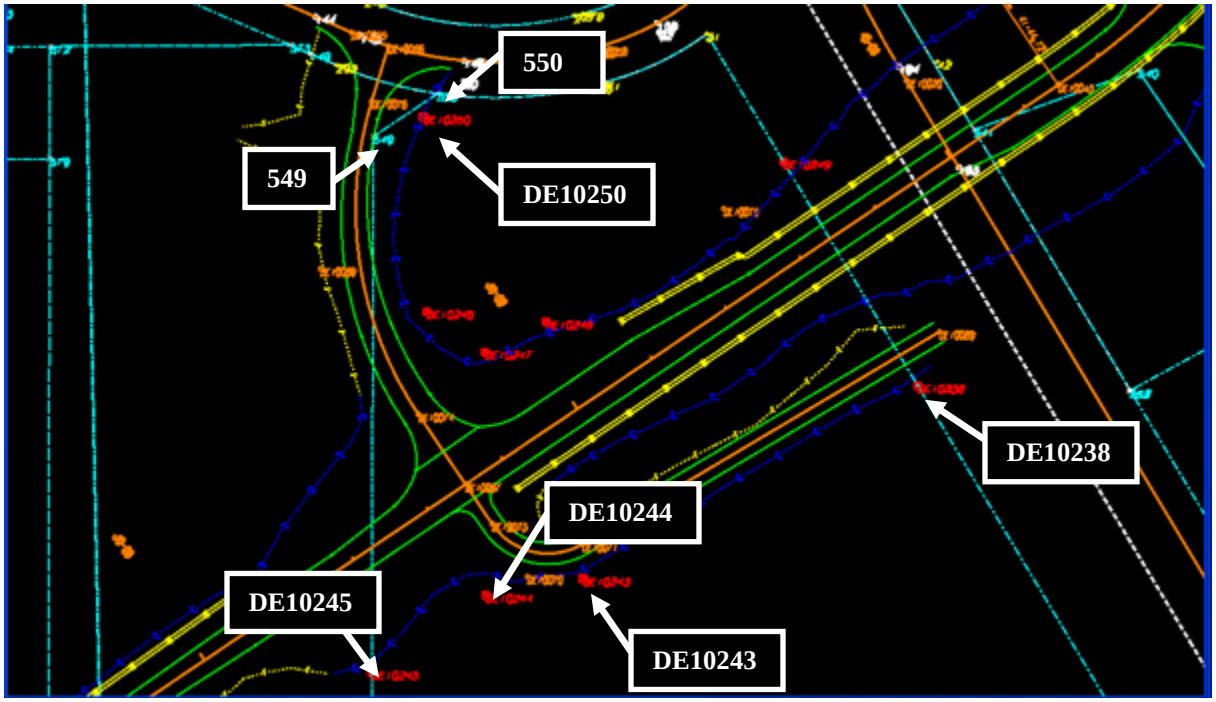

Figure L12-40 MicroStation View
39.	**Add Points DE10238, DE10243, DE10244, DE10245, 549, 550 and DE10250 to the Create/Edit Alignment by Cogo Points dialog.** • In the **Create/Edit Alignment…** dialog, click the **Start** button. • Notice in the bottom left corner of the MicroStation window you are prompted to > **Identify Point**. • Left click on Point **DE10238** as shown in *Figure L12-40*. • Notice in the bottom middle of the MicroStation window and the bottom left corner of the InRoads window you are prompted: **Point DE10238 selected**. • Also, notice in the bottom left corner of the MicroStation window you are prompted > **Identify Point**. • Left click on Point **DE10243** as shown in *Figure L12-40*. • Ensure the Point **DE10243** selected is displayed in the bottom middle of the MicroStation window before selecting the next Point.